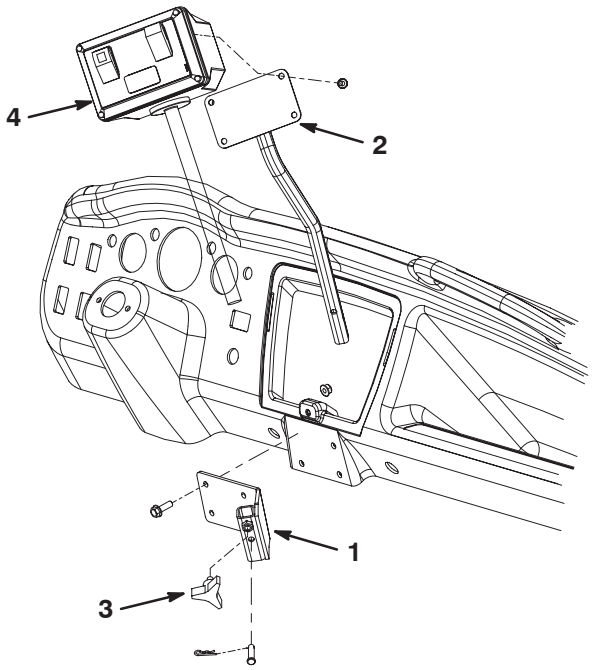

Figura 9
1. Montate il gruppo ricevente sulla plancia del veicolo Workman mediante quattro viti a testa cilindrica e dadi da 5/16–18 x 1 poll. Collocate i componenti come illustrato nella figura 9.